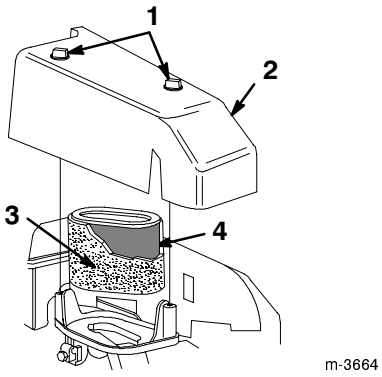

Figure 23
3. Remove the two knobs that secure the air filter cover to the engine (Fig. 23).
4. Remove the cover and clean it thoroughly (Fig. 23).
6. If the pre-cleaner is dirty, carefully wash it with a mild detergent and water. Rinse the pre-cleaner in clean water and allow it to dry (Fig. 23).
8. Install the pre-cleaner over the paper cartridge (Fig. 23).
9. Install the air filter cover (Fig. 23).
10. Tighten the cover securely in place with the two knobs (Fig. 23).